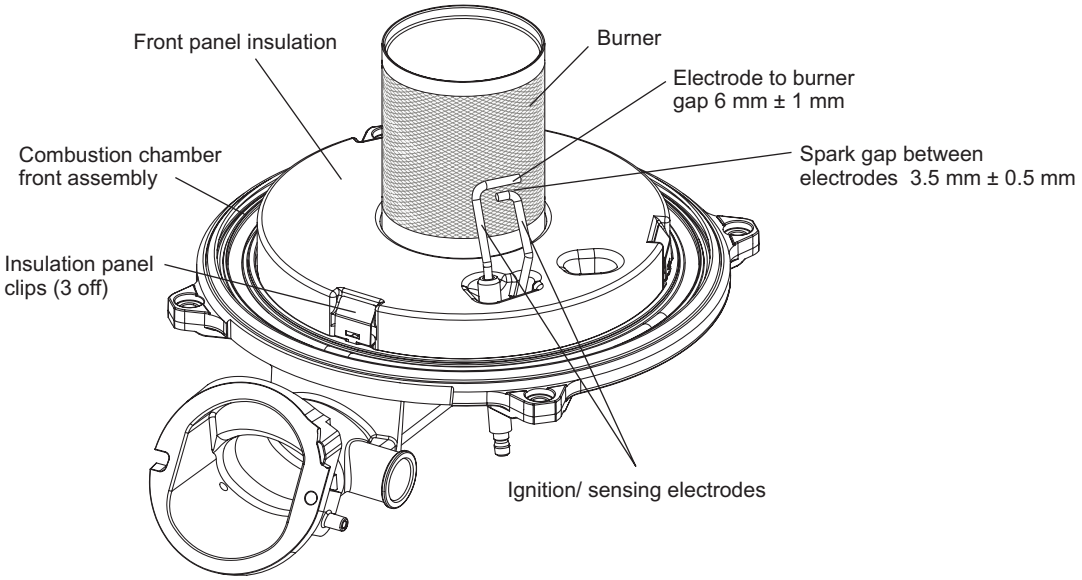

Fig. 6.5
6.3 PREPARE FOR SERVICING - Fig. 6.5
2. Open the three spring clips (see Fig. 6.5) and carefully lift off the insulation panel to gain access to the burner fixings. It will be necessary to remove the electrode assembly first as described in Section 7.3.